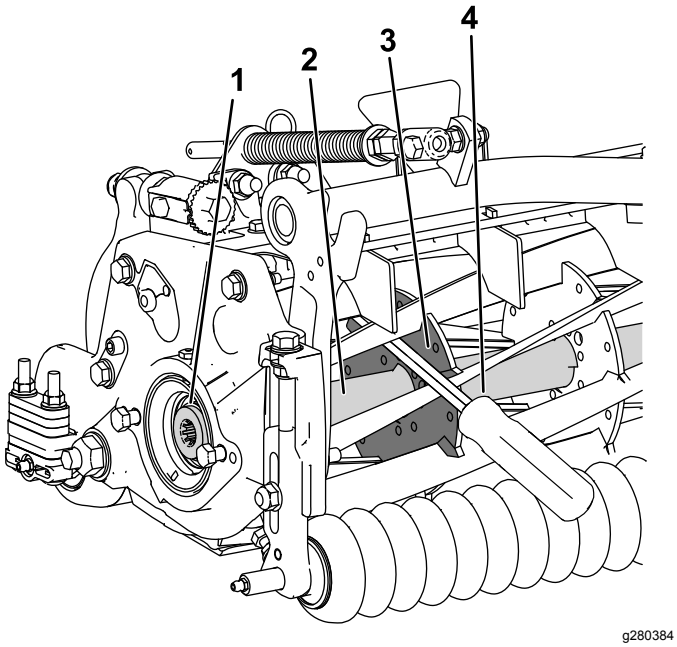

Figuur 31
1. Steek een rolkoevoet met lange steel (⅜" x 12" met schroevendraaierhandgreep wordt aanbevolen) door de voorkant van de messenkooi, het dichtst bij de zijde van de maai-eenheid die u gaat vastdraaien (Figuur 31).
2. Plaats de rolkoevoet tegen de gelaste zijde van de interne versterking van de messenkooi (Figuur 31).